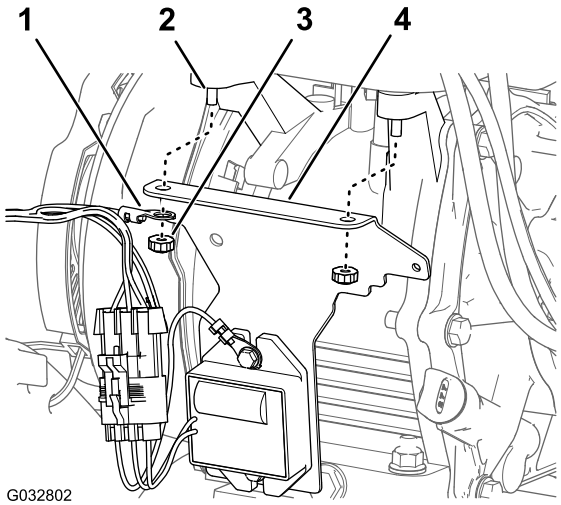

図 9
- **1800、2100 シリーズ**エンジンの後部で、タンクをエンジンに固定しているナット2個を外す図 9。
2. 図 9のように、ワイヤハーネスのアース端子を、電圧レギュレータ用取り付けブラケットの左穴の短いフランジに合わせる。
3. 電圧レギュレータ用取り付けブラケットの短いフランジの穴を、燃料タンクの後ろのスタッドに合わせる図 9。
4. 取り付けブラケットとアース端子をエンジンに組み付けるステップ 1図 9で外したナット2個を使用する。